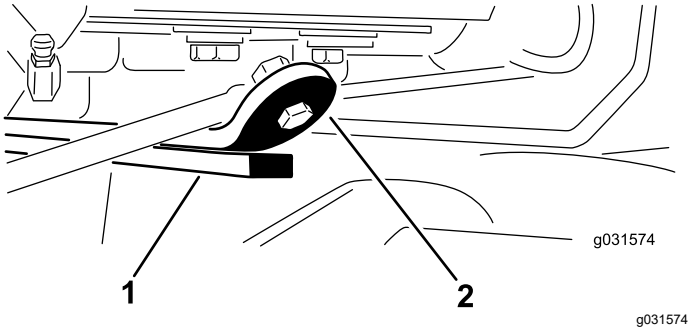

Figura 15
3. Avviate il motore, sollevate gli apparati di taglio e assicuratevi che la distanza tra la cinghia di usura sulla parte superiore della barra di usura dell'apparato di taglio posteriore e la cinghia paracolpi sia pari a 0,51–2,54 mm, come illustrato nella Figura 15.